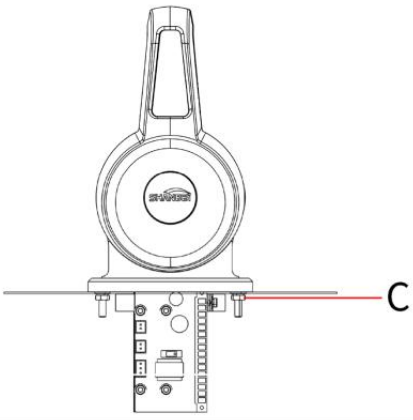

图3.3
3. 通过安装螺柱和配件将手柄固定在安装板上，拧紧螺母C。使手柄与安装板紧固可靠。接触面不得出现间隙、不可出现晃动，如图3.3。